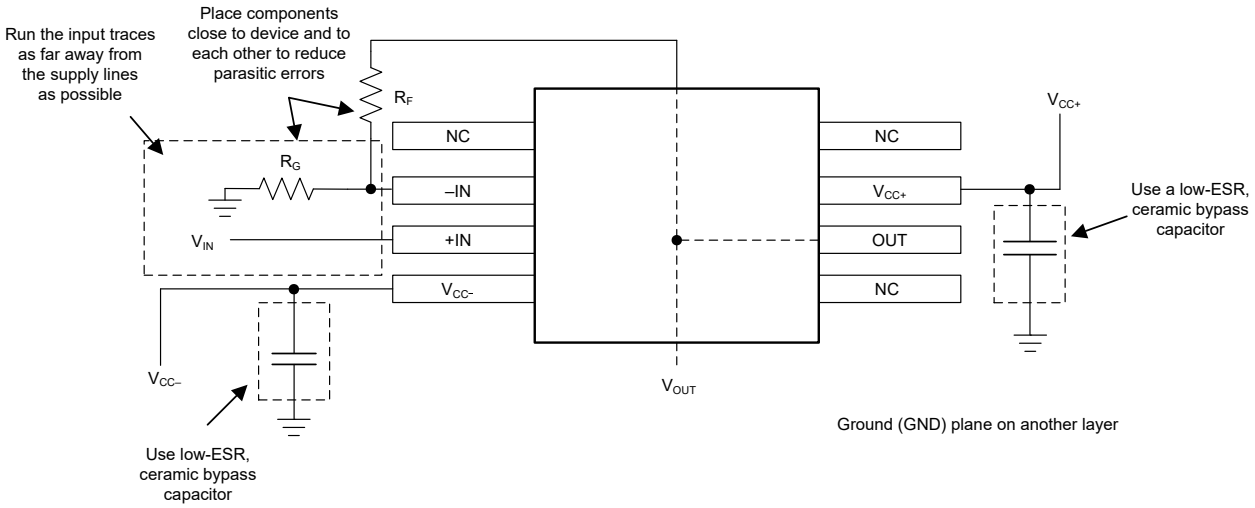

图 6-4. 同相配置的运算放大器电路板布局
4. 外部元件应尽量靠近器件放置。如 图 6-4 所示，使 RF 和 RG 靠近反相输入以最大限度地减小寄生电容。